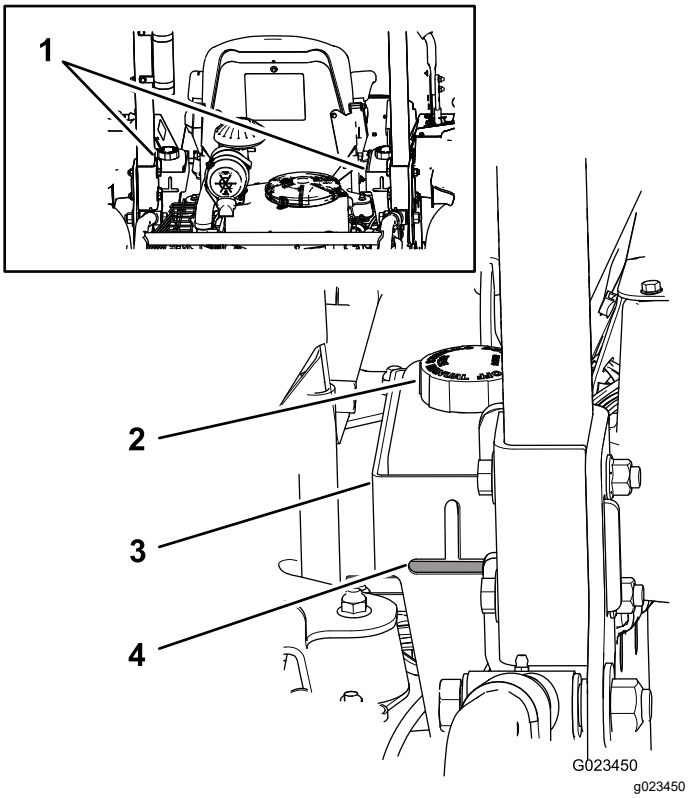

Figuur 68
De reservoirs van de machine worden in de fabriek gevuld met hoogwaardige hydraulische vloeistof. U controleert de hydraulische vloeistof het beste als deze koud is. De machine dient in de transportstand te staan. Als het vloeistofpeil onder het horizontale gedeelte van het uitgesneden peilglas aan de achterkant van de hydraulische reservoirs (Figuur 68) staat, moet u vloeistof toevoegen tot het correcte peil bereikt wordt. **De reservoirs niet te vol vullen.** Als het vloeistofpeil tot de bovenkant van het horizontale gedeelte van het peilglas staat, is het niet nodig om vloeistof toe te voegen. Aanbevolen wordt het reservoir bij te vullen met de volgende hydraulische vloeistof:
Opmerking: Het vloeistofpeil moet overal tot de onderkant van de opening reiken; zie Figuur 68.
A. Reinig de omgeving van de doppen van de hydraulische reservoirs om te voorkomen dat er vuil in het systeem komt (Figuur 68).